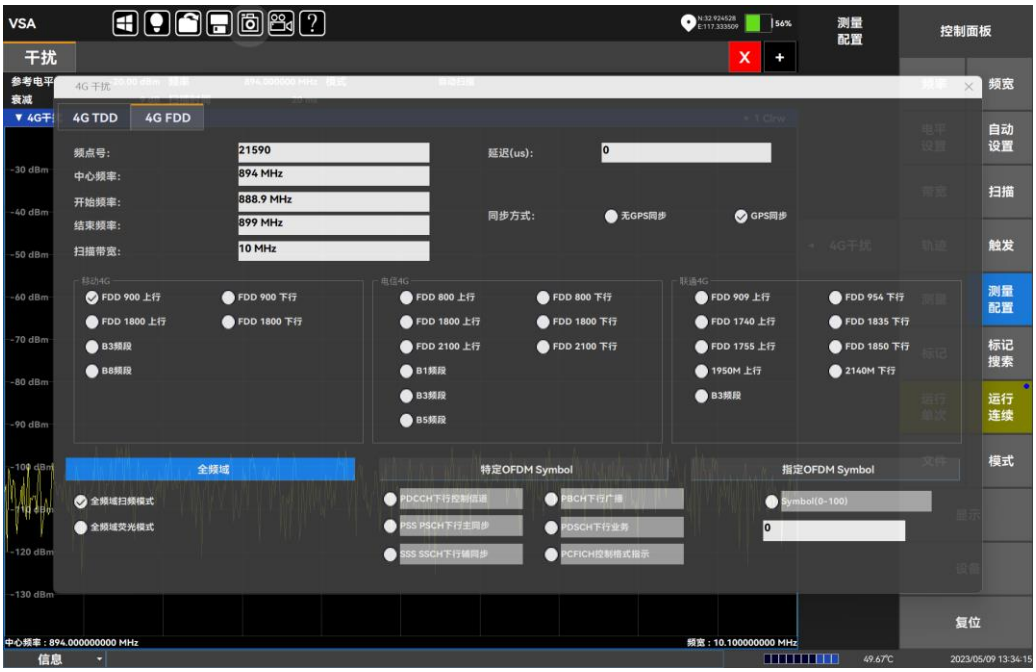

图 7.27 4G FDD 干扰选择
步骤 4. 选择 4G FDD 模式，如图 7.27 所示:
- 选择【**GPS**】同步，4G FDD 干扰选择界面如图 7.27 所示：